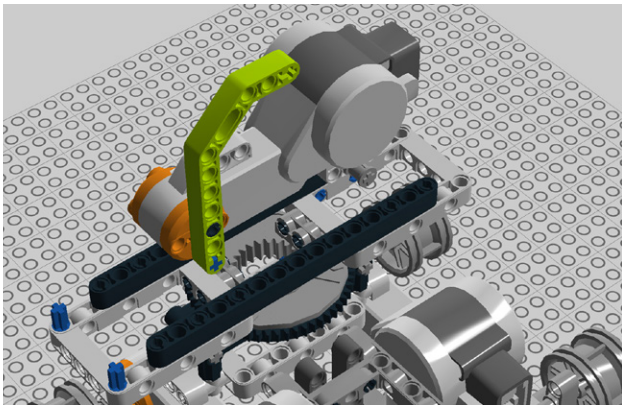

Figure 7-63. *Step 56: Adding a double angle beam*
56. Attach a double angle beam to the pegs you just added (Figure 7-63).